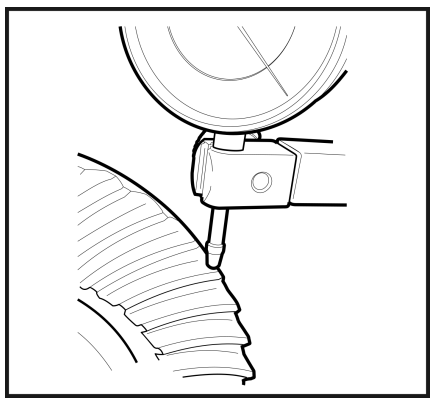

Рис. 3
1.7 Установите индикатор часового типа. Закрепите штатив на корпусе редуктора. Наконечник индикатора установите под прямым углом к зубу ведомой шестерни. (**Рис. 3**)